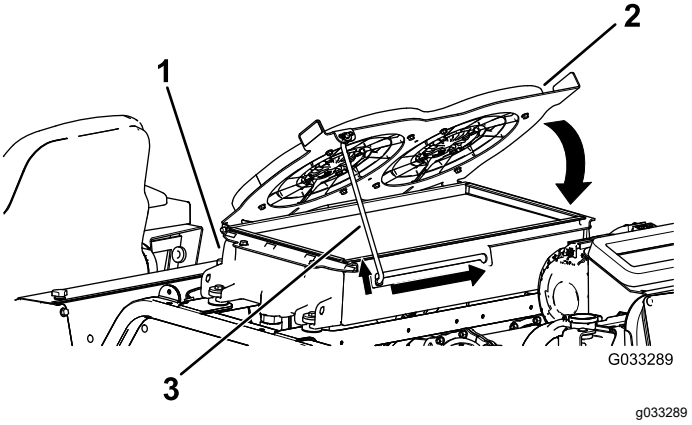

Figur 122
4. Rikta hydraulsystemets kylfläktar nedåt och fäst stöttan i skåran (Figur 122).